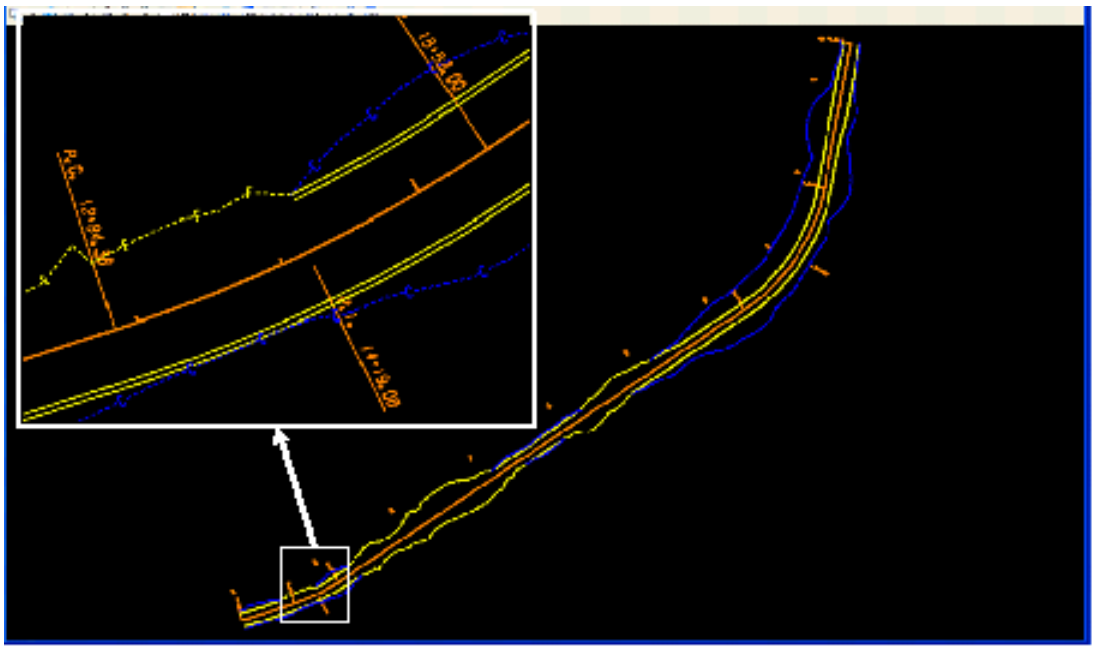

Figure L10-16 MicroStation View Window
31.	**View the Features Representing the Roadway Ditches.** • In the **View Features** dialog, click **Apply** and click **Close** to close the **View Features** dialog. • Verify the Features representing the Roadway Ditches were drawn in MicroStation as shown in *Figure L10-16*.